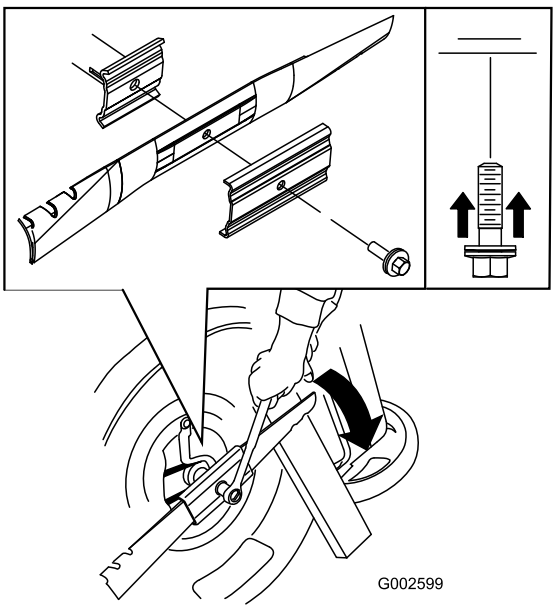

Figur 28
5. Monter den nye kniven (drei knivbolten med urviseren) ved hjelp av skruene og mutterene du sparte (Figur 28).